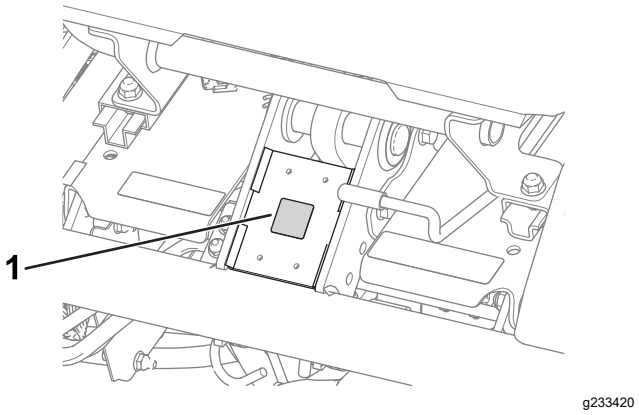

**Figura 10**
- Applicate l'adesivo di marcatura CE sul telaio sotto la parte anteriore del sedile (Figura 10).